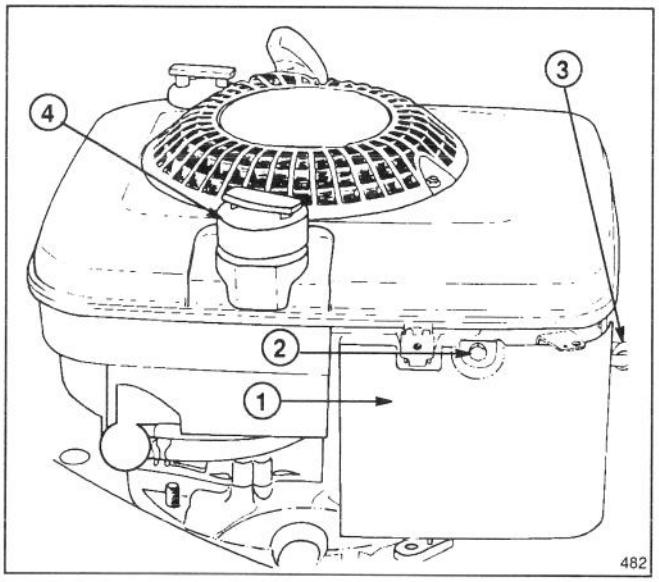

Figure 15
1. Stop engine and pull wire off spark plug (Fig. 15).
2. Remove screw securing air cleaner cover to engine (Fig. 15). Tilt air cleaner cover down and clean cover thoroughly.
1. Stop engine and wait for engine to cool. Pull wire off spark plug (Fig. 15).
2. Remove cap from fuel tank (Fig. 15) and use pump-type syphon to drain fuel into clean gas can.